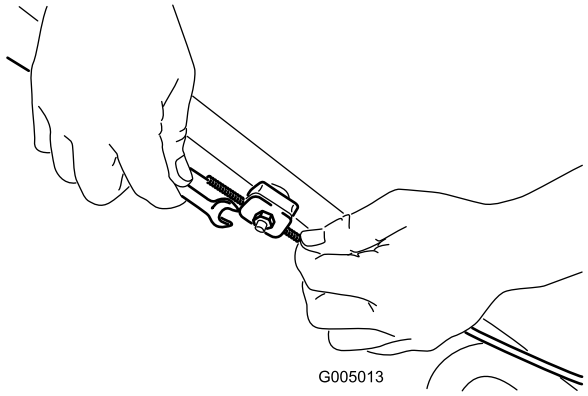

Figure 21
1. Desserrez l'écrou du support de guidage du câble (Figure 21).